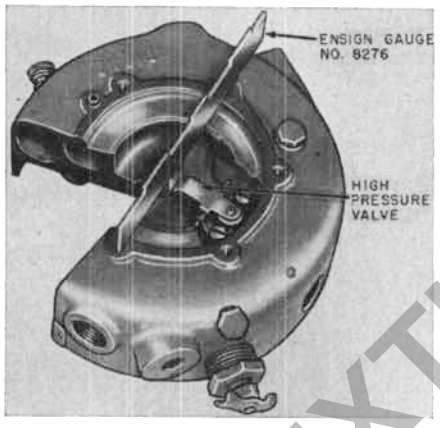

Fig. C788H — Using Ensign gage 8276 to set the fuel inlet valve lever to the dimension as indicated at "X" in Fig. C788F.
Before reassembling the unit, note dimension (X—Fig. C788F) which is measured from the face on the high pressure side of the casting to the inside of the groove in the valve lever when valve is held firmly shut as shown in Fig. C778H. If dimension (X) which can be measured with Ensign gage No. 8276 as shown in Fig. C788H or with a depth rule is more or less than ½-inch, bend the lever until this setting is obtained.